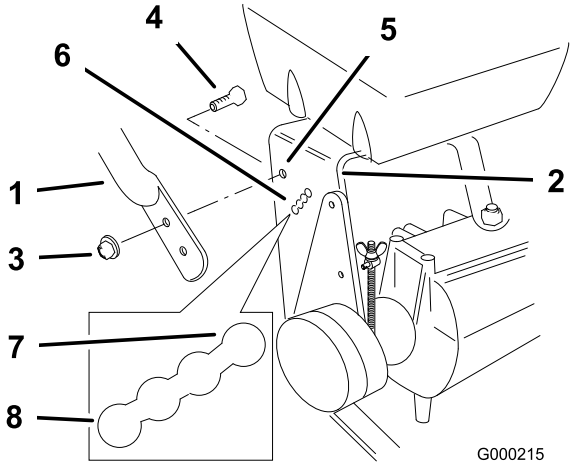

Figur 16
2. Lossa de övre flänsskruvarna (3/8 x 1 tum) och flänsmuttern som fäster handtaget till den bakre ramen (Figur 16).
3. Ta bort de nedre flänsskruvarna (3/8 x 1 tum) och flänsmuttrarna som fäster handtaget till den bakre ramen (Figur 16).